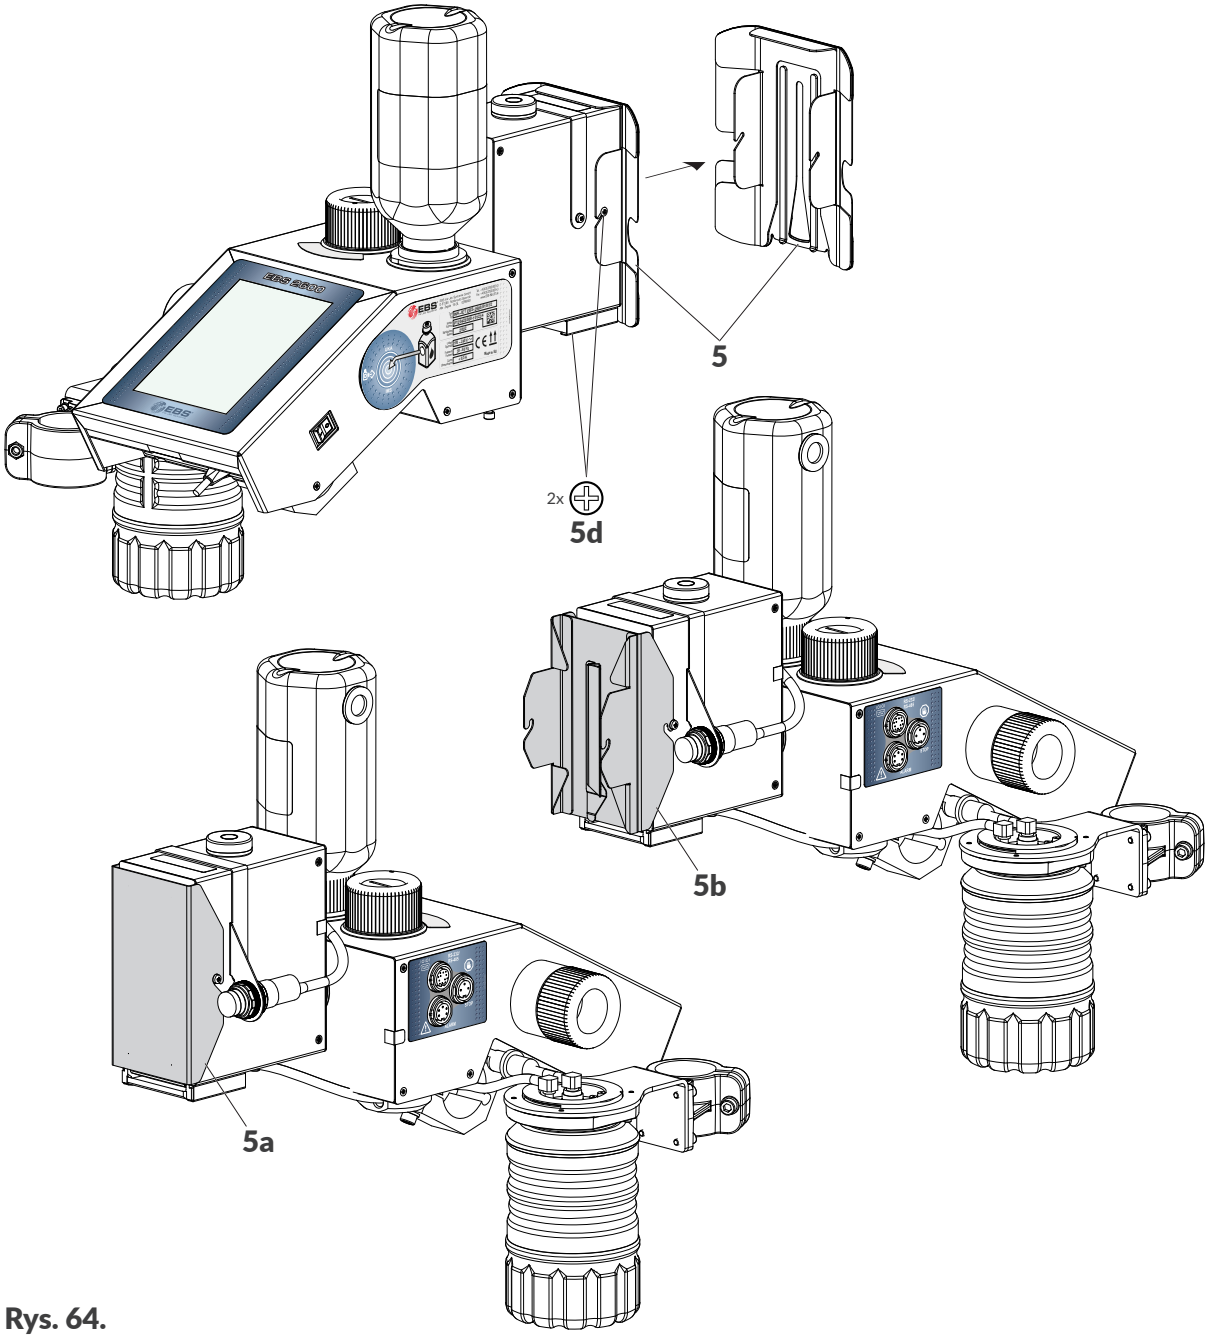

Rys. 64.
W celu ochrony płyty z dyszami a także aby uniknąć wycieków atramentu z głowicy drukującej w trakcie przechowywania/transportu drukarki, zalecane jest stosowanie pokrywy uszczelniającej dostępnej w dwóch wariantach (patrz ***Rys. 64***):
2. Za pomocą wkrętaka krzyżakowego poluzuj dwa wkręty **5d** (patrz *Rys. 64 na stronie 156*) mocujące ślizg **5**.